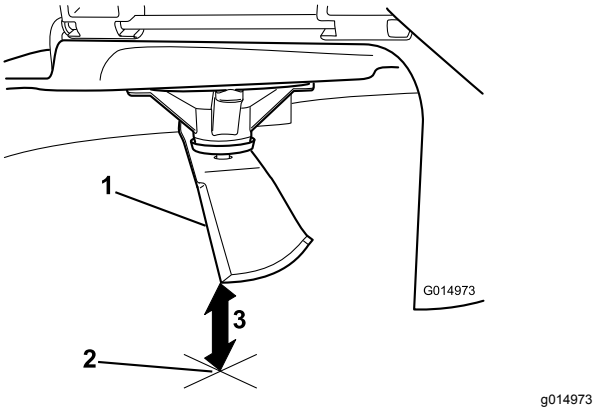

Figure 46
3. Mesurez la distance entre la pointe de la lame et la surface plane (Figure 46).